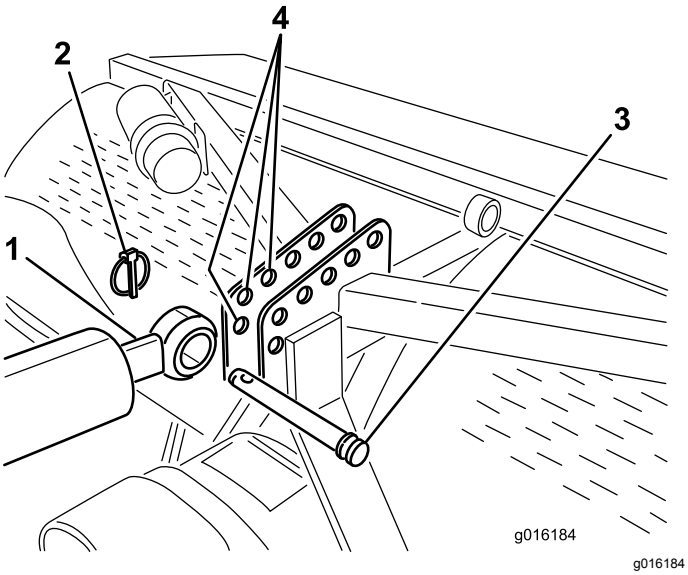
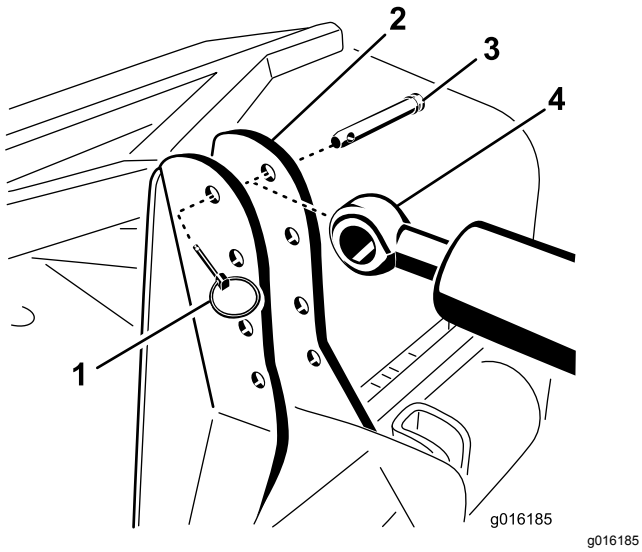

**Figuur 6**
**Figuur 7**
7. Bevestig het uiteinde met de stang van de hydraulische bovenste schakel zo ver mogelijk vooraan in een opening van de beugel van de beluchter met de draaipen en de lynchpen (Figuur 6 of Figuur 7).